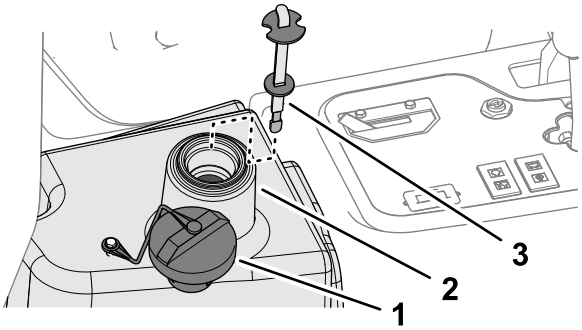

Rysunek 87
2. Oczyść okolice szyjki i korka wlewu oleju hydraulicznego do zbiornika (Rysunek 87), po czym odkręć korek.